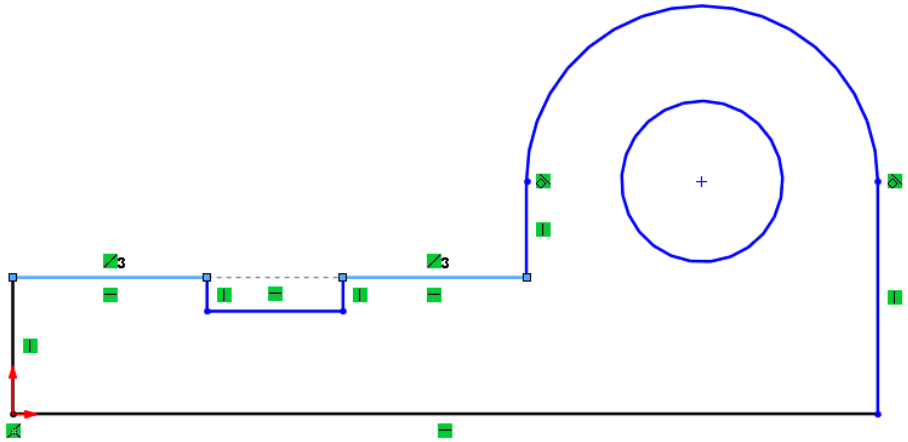

Figure 2-76 *Sketch after relationship*
5. Select the line 5 and line 9 and choose the **Collinear** button from the **Add Relations** rollout to apply the **Collinear** relation to the selected entities. Refer to Figure 2-76 after applying